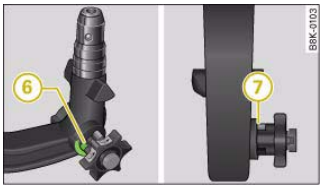

Fig. 212 Removable towing bracket: Safety check
– Check that the green marking (6) ⇒ fig. 212 on the knob is inside the green zone on the ball joint.
– Check that the knob is directly against the ball joint, so that there is no gap (7) between the knob and the ball joint.